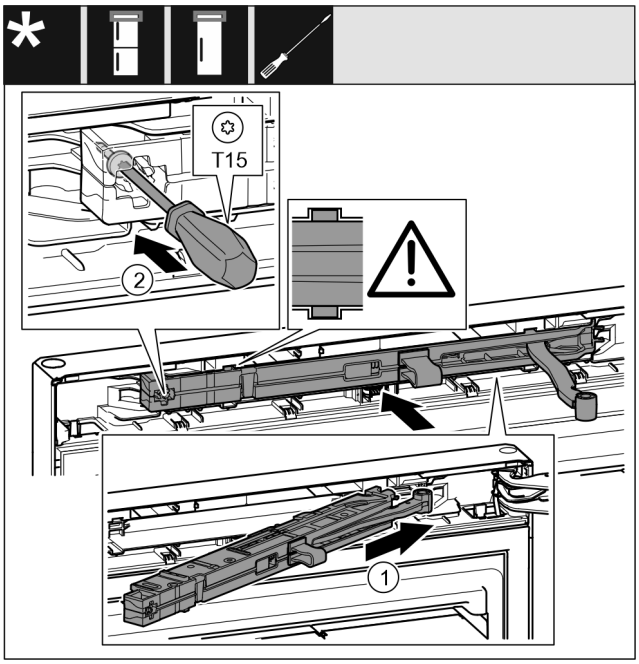

Fig. 21
- ▶ Iebīdiet slīpi durvju amortizatora mezglu *Fig. 21 (1)* gultņa balsta pusē līdz galam padziļinājumā.
- ▶ Pieskrūvējiet skrūvi *Fig. 21 (2)* ar skrūvgriezi.